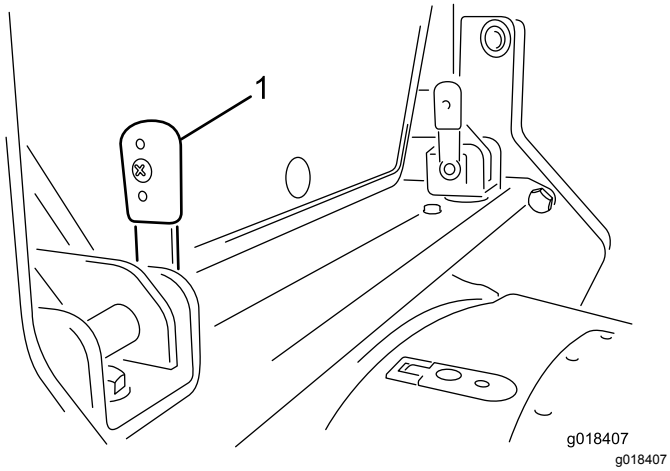

Figur 20
1. Fjern R-klipsene og drei de to låsespakene som finnes på tverrbjelken bak i førerhuset, slik at de vender oppover (Figur 20).
3. Dra dem gjennom brakettsettene med spakene i vertikal stilling (Figur 20).